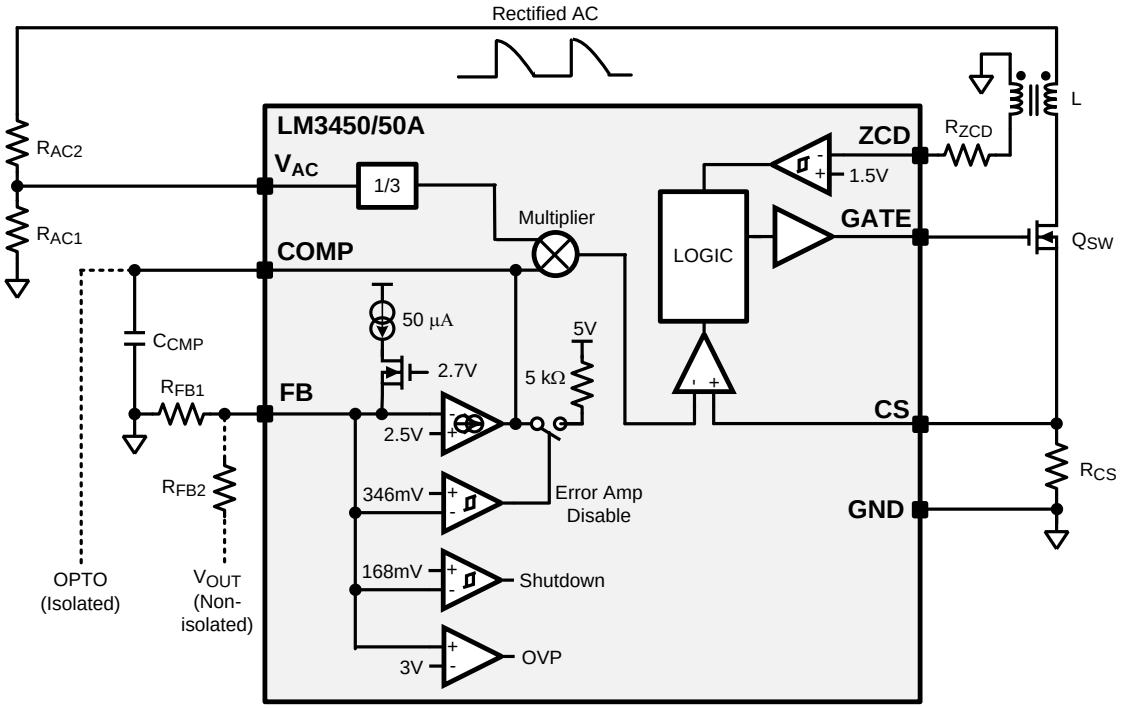
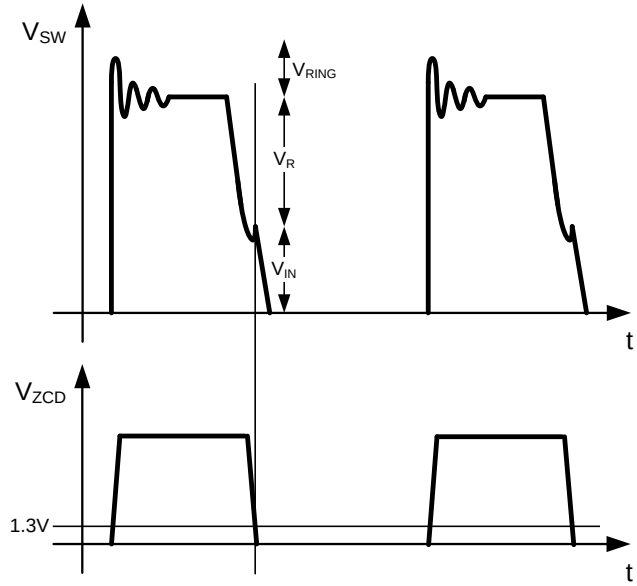

Figure 21. PFC Control Circuit
Figure 22. ZCD Waveforms for Flyback Design
The LM3450/50A uses CRM control to regulate the output voltage and provide power factor correction. In a non-isolated boost topology, an external voltage divider (R_{FB1}, R_{FB2}) is used to sense the output voltage, as shown in Figure 21. The divider is connected to the inverting input (FB) of the internal error amplifier. The LM3450/50A regulates the feedback voltage (V_{FB}) to 2.5V in a closed loop fashion.
For an isolated flyback topology, where the error amplifier is on the secondary, the LM3450/50A internal error amplifier can be bypassed using a single 5.11kΩ resistor (R_{FB1}) from FB to GND. This engages an internal 5kΩ pull-up resistor at COMP. COMP can then be connected directly to the optical isolation as shown in Figure 21.
ZCD is implemented with a 100kΩ resistor from the ZCD pin to a coupled winding on the transformer or inductor as shown in Figure 21. This winding is also used to bootstrap V_{CC} after start-up. When Q_{SW} turns off, the voltage at the ZCD pin (V_{ZCD}) increases as energy is transferred through the auxiliary winding. The circuit arms when V_{ZCD} exceeds 1.5V. Then, when the energy is fully transferred, V_{ZCD} decreases towards zero. When V_{ZCD} falls below 1.3V, the transformer is assumed to be demagnetized, the circuit disarms, and Q_{SW} is turned back on as shown in Figure 22. The ZCD pin voltage will remain low until Q_{SW} is turned off via peak detection and the cycle repeats.
The LM3450/50A internal error amplifier is used for non-isolated designs (boost) where the output voltage can be directly sensed, via a resistor divider, at the FB pin. The FB pin is the inverting input of the trans-conductance amplifier which is regulated to 2.5V. The COMP pin is the output of the amplifier and external compensation is placed from COMP to GND in the form of a single capacitor (C_{CMP}) as shown in Figure 21, a series resistor and capacitor, or both. The output of the amplifier sources or sinks current as necessary to force the inputs of the amplifier to be equal. The compensation method depends upon the transient performance desired and requires a loop gain analysis. This analysis can be somewhat complex and cumbersome. A detailed analysis can be found Application Notes AN-2098 (literature number SNVA463) and/or AN-2150 (literature number SNVA485).